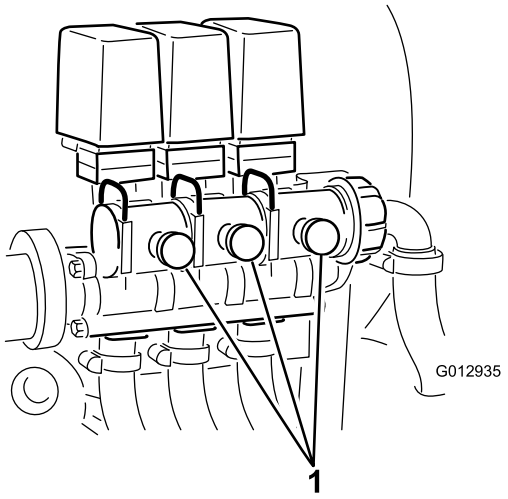

Figur 21
10. Juster bomomløpsventilen (Figur 21) bak på bomkontrollventilen på bommen du slo av, til trykkavlesningen på måleren er den samme som den var i trinn 7.